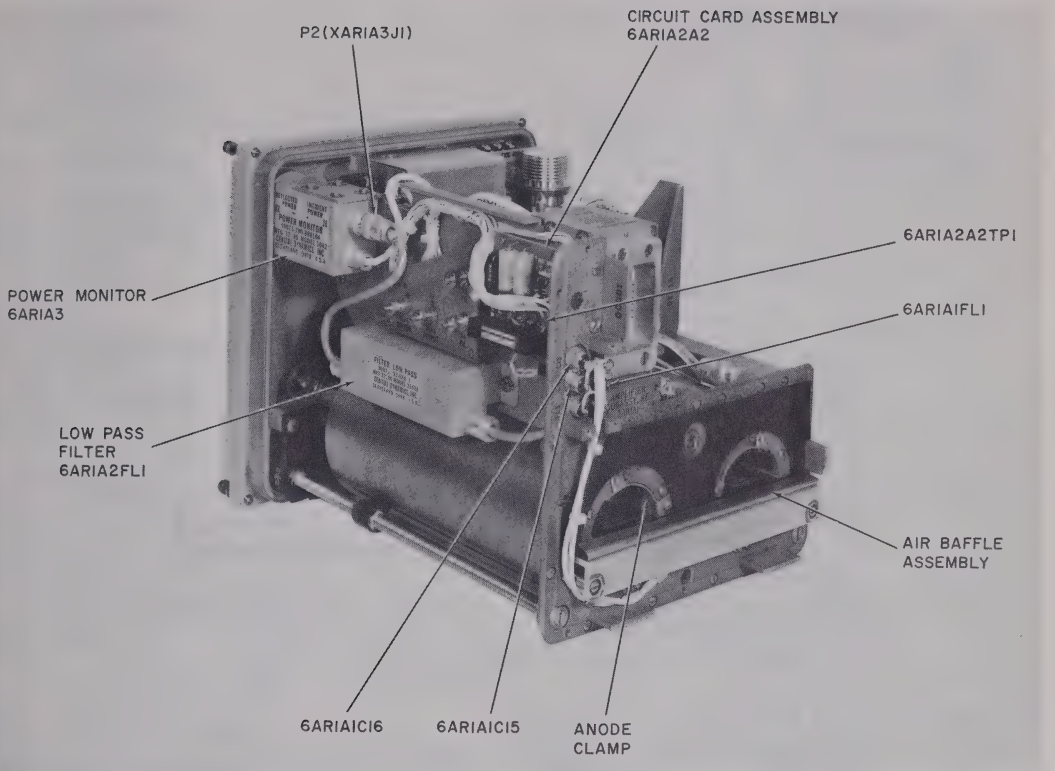

Figure 3-13. Transmitter RF head, side view.
(1) Disconnect plug P2 (XAR1A3J1) from connector J1 of power monitor 6AR1A3, (fig. 3-13).